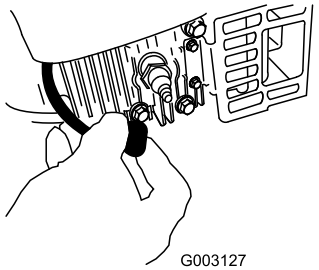

Figur 31
2. Koble fra tennpluggledningen fra tennpluggen (Figur 31) før du utfører vedlikeholdsprosedyrer.